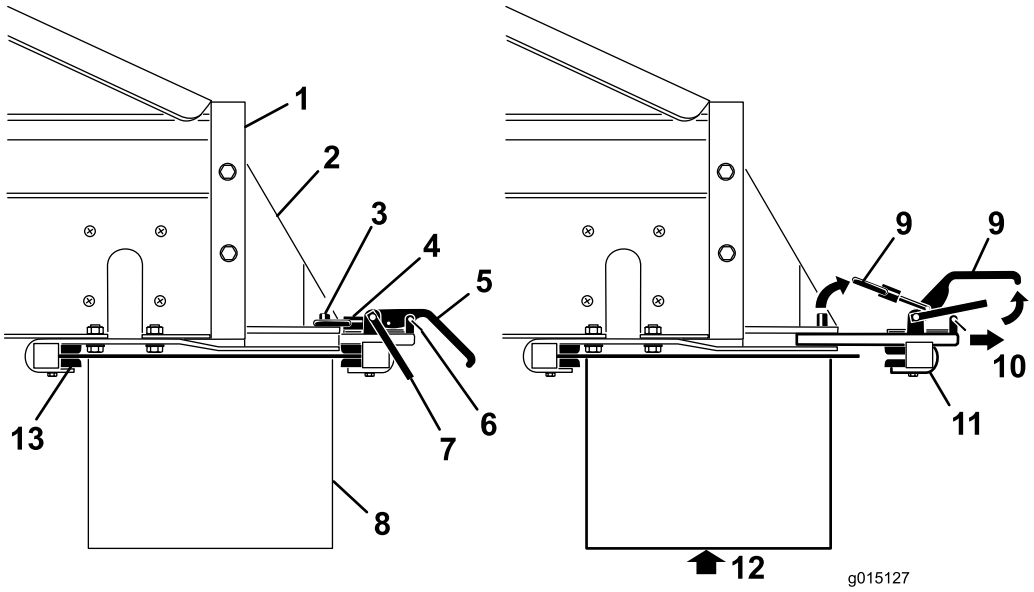

Figur 37
3. Avlägsna säkerhetsspärrens klämmor från spännhandtagen (Figur 37).
4. Lyft säkerhetsspärren och lyft sedan spännhandtagen för redskapskoppling och frigör låsringarna från låssprintarna (Figur 37).
5. För den bakre redskapskopplingsklämman ut ur snabbkopplingsurtagen (Figur 37).
6. Ta hjälp av någon och för framkanten på det tvärgående transportbandet/svängsatsen upp och under bakänden på MH-400, in i de främre klämmorna på fästena (Figur 37).
7. Stötta det tvärgående transportbandet/svängsatsen och för den bakre redskapskopplingsklämman tillbaka in i urtagen i fästena och över bakänden (Figur 37).
9. Sätt tillbaka säkerhetsspärrens klämmor i spännhandtagen (Figur 37).